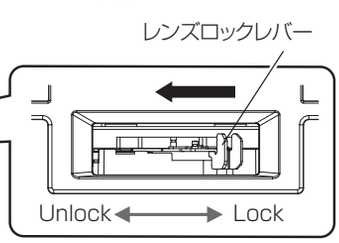

図4
3)　投写レンズを持ちながら、レンズロックレバーをつまんで Unlock 側に回す（図 4）